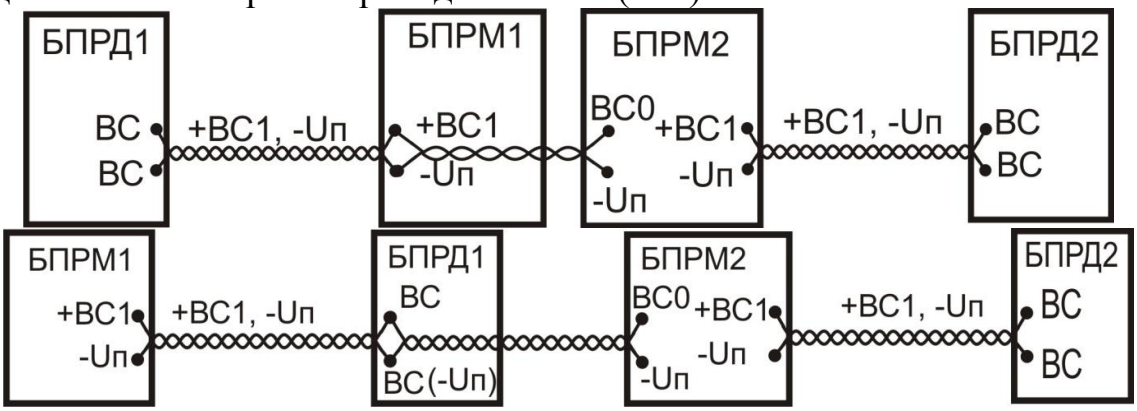

Рис.6.12
6.3.4.5 Для значительного снижения влияния внешних радиопомех любого происхождения необходимо включить проводную синхронизацию БПРМ и БПРД, для чего провода +ВС1 и –Uпит (-Uп) БПРМ соединить витой парой с проводами ВС собственного БПРД без соблюдения полярности. При проводной синхронизации и при возможной засветке смежными или соседними радиоволновыми извещателями ПРИЗМА (о чем свидетельствует частые «ложные» тревоги), необходимо включить взаимную синхронизацию данных извещателей. При этом активный выход +ВС1 (БПРМ1или при его трансляции через БПРД1) ведущего извещателя подключается к входу (+ВС0) ведомого извещателя (БПРМ2), в зависимости от расположения БПРМ2 (вблизи смежного БПРД1 или БПРМ1, см. рис. 6.12), т. е. на любом конце активного провода (+ВС1) синхронизации. Подключение должно также проводиться витой парой с проводом –Uпит (-Uп).